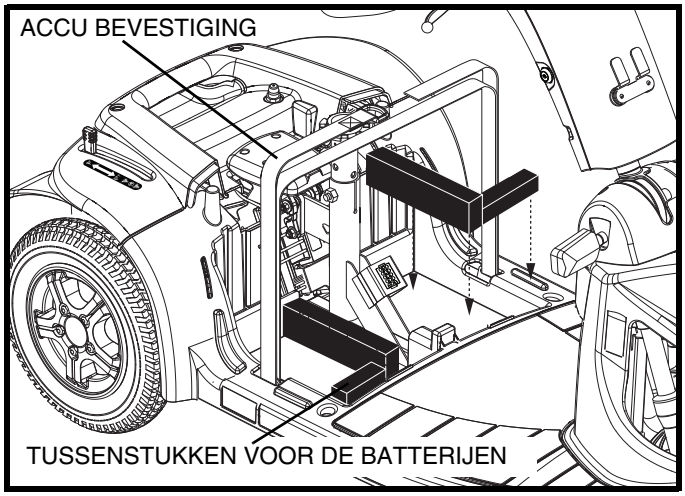

Figuur 27. Tussenstukken voor de batterijen
NOTA: Indien tussenstukken zijn voorzien om de batterijen vast te zetten, verwijder die dan en bewaar ze op een veilige plaats voor wanneer de scooter opnieuw wordt samengesteld. Zie figuur 27.
6. Indien die er zijn, plaats de tussenstukken terug. **Zie figuur 27.**